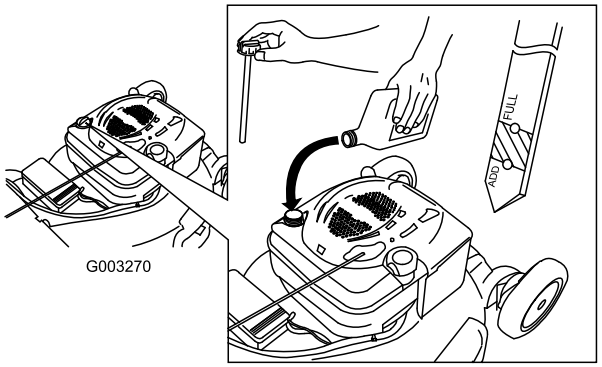

Figur 12
1. Ta ut oljestickan, torka av den och sätt sedan tillbaka den ordentligt (Figur 12).
2. Ta ut oljestickan och kontrollera oljenivån (Figur 12). Om oljenivån är under markeringen Add på oljestickan, fyller du **långsamt** på olja i påfyllningsröret så att nivån höjs till markeringen Full. **Fyll inte på för mycket.** (Maximal påfyllning: 0,59 l, typ: SAE 30 renad olja med API-klassificering SF, SG, SH, SJ, SL eller högre.)